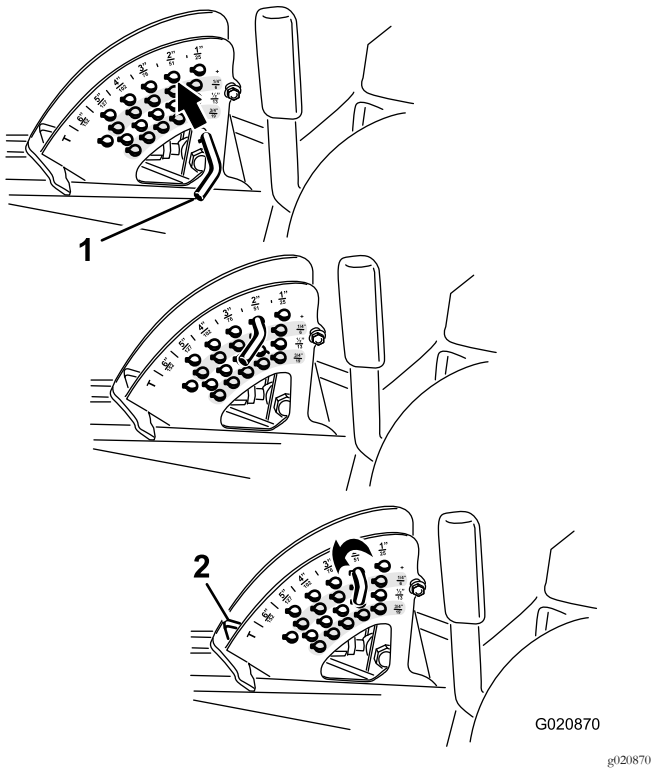

Figur 27
2. Rotera stopptappen tills rulltappen inuti är i linje med springorna i hålen i klipphöjdsfästet och lossa den (Figur 27).
3. Sätt tappen i det hål i klipphöjdsfästet som motsvarar önskad klipphöjd, och vrid tappen nedåt för att låsa den på plats (Figur 27).
Obs: Det finns fyra rader med hål (Figur 27). Den översta raden ger den klipphöjd som visas ovanför tappen. Den andra raden ger angiven höjd plus 6 mm. Den tredje raden ger angiven höjd plus 12 mm. Den nedersta raden ger angiven höjd plus 18 mm. För läget 15,8 cm finns bara ett hål, på den andra raden. Här läggs inte 6 mm till 15,2 cm-läget.